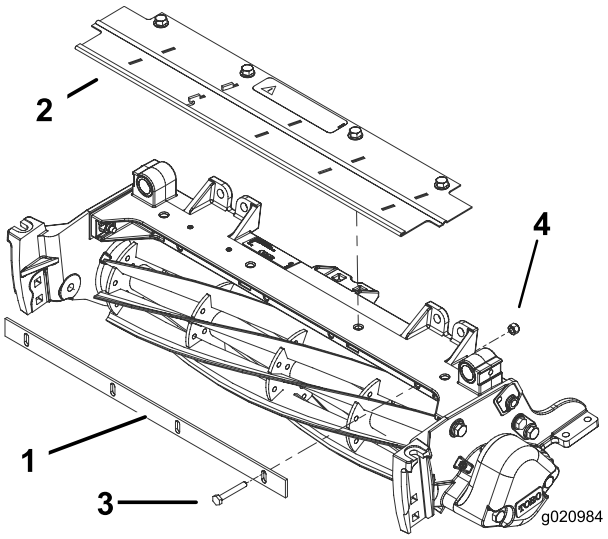

図 7
1. カットオフ・バーをカッティングユニットのフレームに仮止めする；ボルト（1/4 x 1-3/4 インチ）4本とロックナット（1/4 インチ）4個を使用する（図 7）。
3. ボルトとロックナットを締めつける（図 7）。